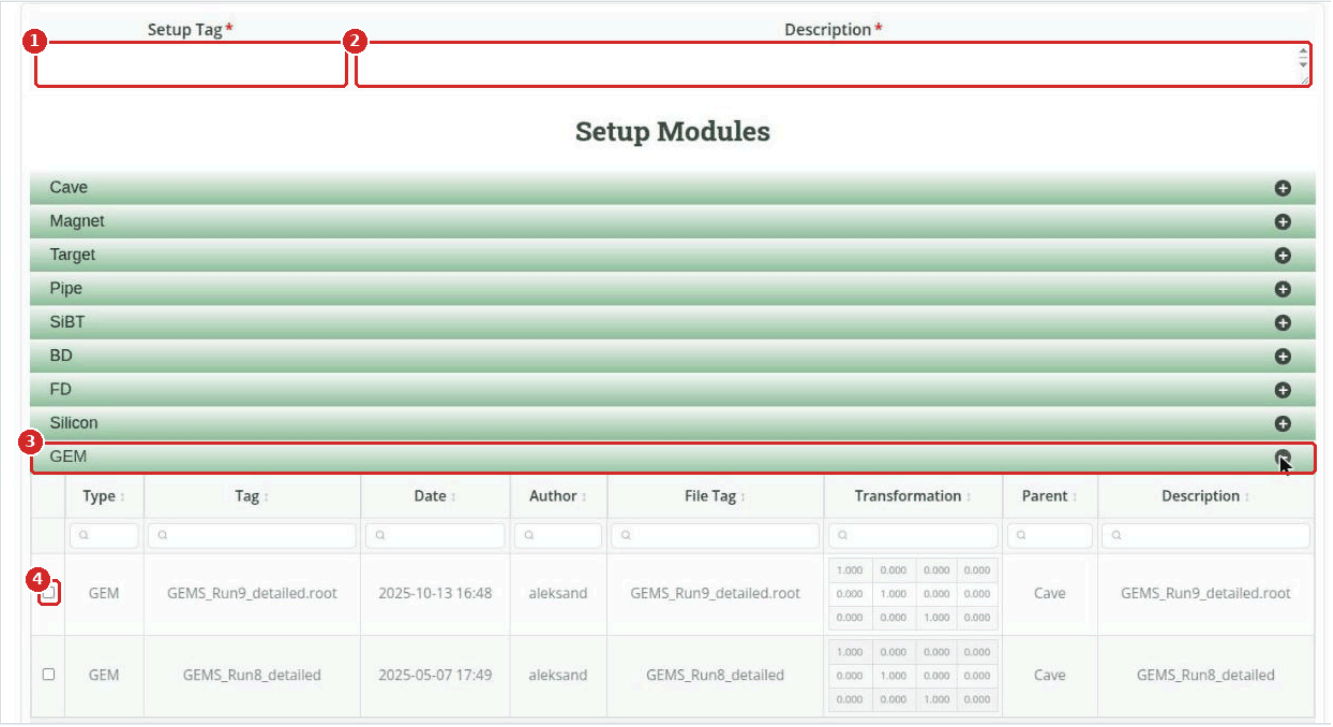
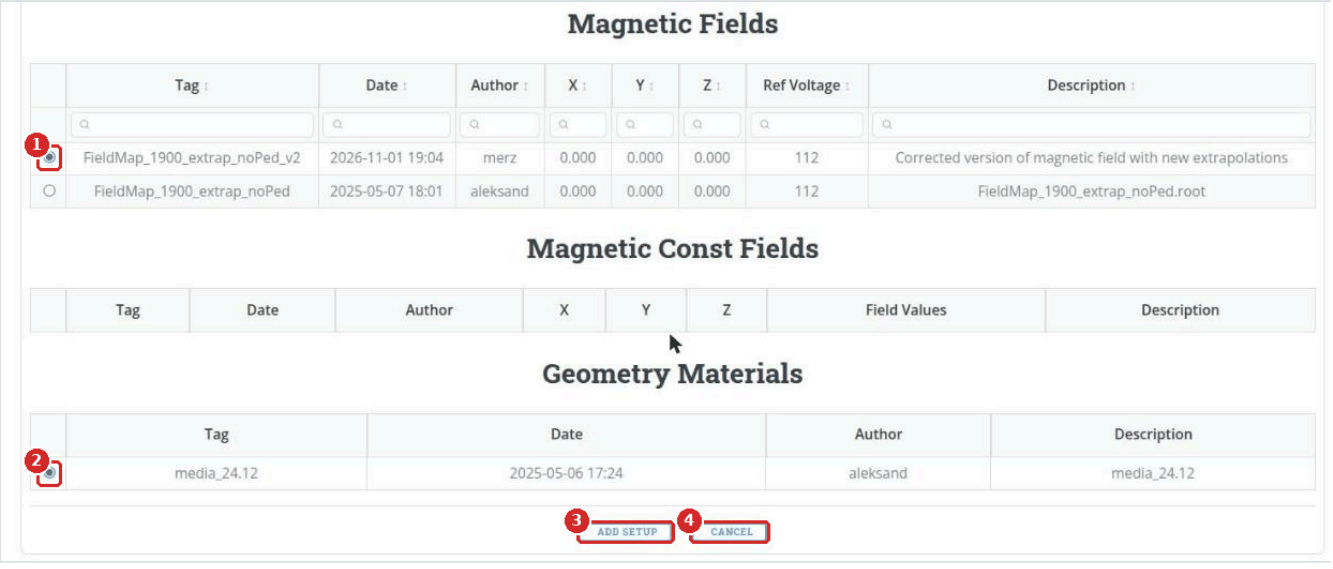

Figure 27. The CREATE NEW SETUP form: (1) Setup Tag, (2) Description, (3) a module bar, (4) the checkbox of a setup module
Figure 28. The end of the form: (1) magnetic field, (2) materials file, (3) ADD SETUP, (4) CANCEL
1. Enter the **Setup Tag** (1 in Figure 27): `run<N>_dev_<YY.MM.DD>` for development or `run<N>_<YY.MM.P>` for production, e.g. `run9_dev_26.11.26`.
2. Enter the **Description** (2): what changed compared with the setup it was derived from.
3. Under **Setup Modules**, each module has a green bar. Click a bar (3) to unfold it, then tick the setup module to include (4). Each row shows the tag, file, transformation and parent of the setup module. Tick one setup module per detector, and exactly one cave; tick several only where the setup needs several pieces, e.g. the three pipe sections.
4. Below the modules, choose one entry under **Magnetic Fields** (1 in Figure 28), or under **Magnetic Const Fields**, and one under **Geometry Materials** (2).
5. Click **ADD SETUP** (3). The setup gets the status `Created`. On saving, the system automatically builds the ROOT file with the full geometry of the facility, `full_geometry_<tag>.root`, from the selected setup modules, magnetic field and materials. This takes some time: wait until saving has finished, and do not click the button again or leave the page.